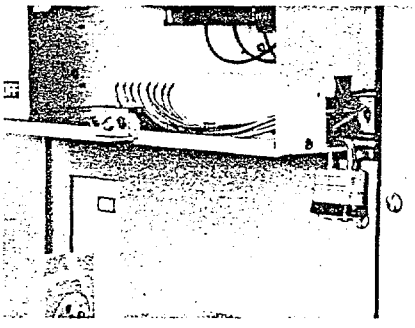

Figure 36: Padlocked
9. If the withdrawn unit is left in the structure, use a padlock to prevent non-authorized personnel from re-loading it (figure 36).